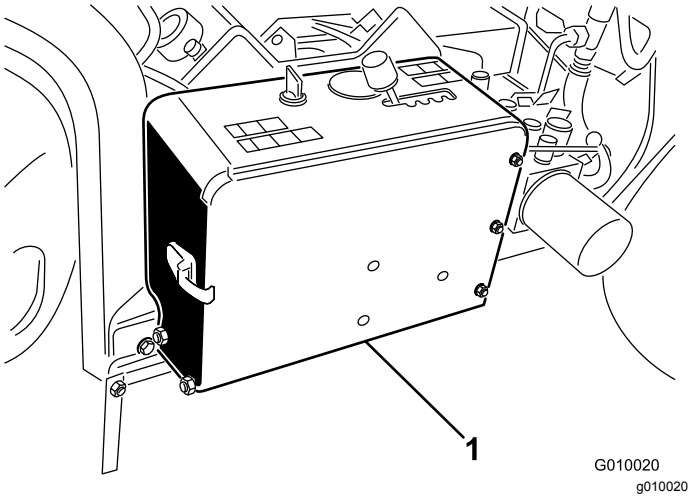

**Figur 5**
2. Ta bort batteriet från batterifacket (Figur 5).